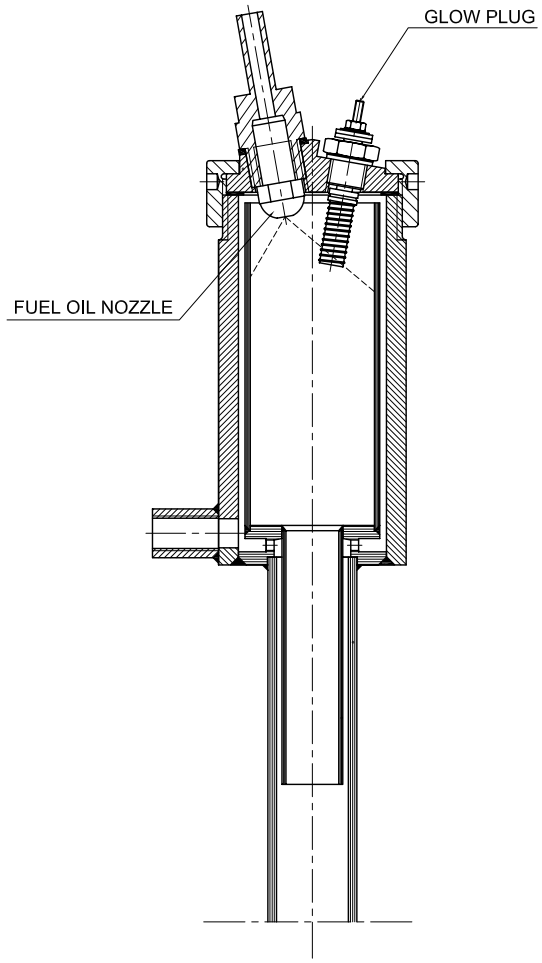

FIG. 3-3
3.1.1 The Ignition Burner (Fig. 3-3) . . . . . 3 - 2
3.1.1 The Ignition Burner (Fig. 3-3)